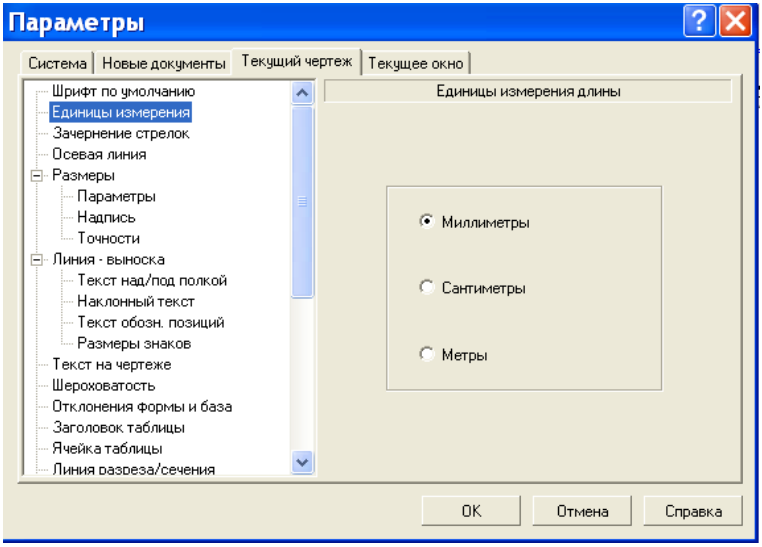

Рисунок 8.6 – Диалоговое окно Параметры с открытой вкладкой Текущий чертеж и панелью Единицы измерения длины
– выбрать пункт *Единицы измерения*. В правой части появится панель для установки единицы измерения, показанная на рисунок 8.6.